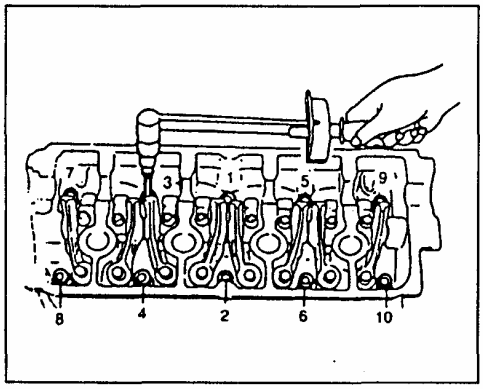

Рис. 177
10) Установите головку цилиндров в сборе на блок цилиндров как показано на рисунке (Рис. 177).